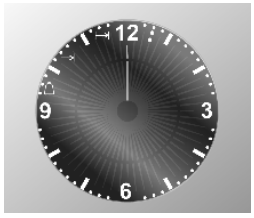

Fig. 3
- premere il tasto per entrare nel menù di programmazione, il display si illuminerà come mostrato in **Fig. 3**;
- premere il tasto per entrare nel menù di programmazione, il display si illuminerà come mostrato in **Fig. 3** e si accende il simbolo ⊢→|;